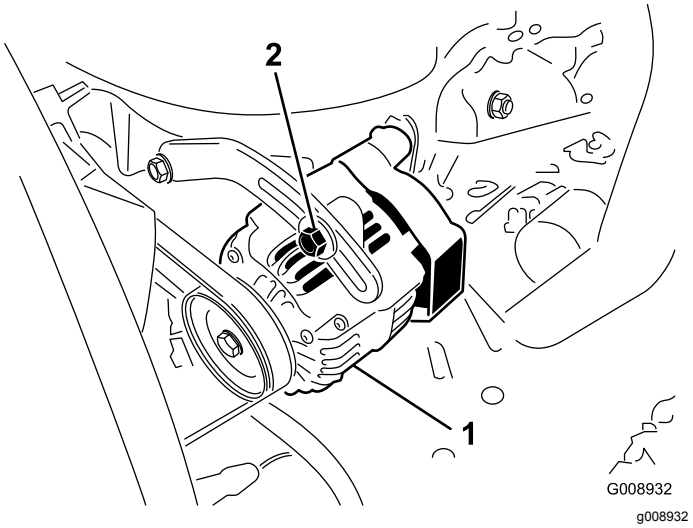

**Rysunek 46**
2. Jeżeli ugięcie nie wynosi 10 mm, poluzuj śruby mocujące alternator (Rysunek 46).